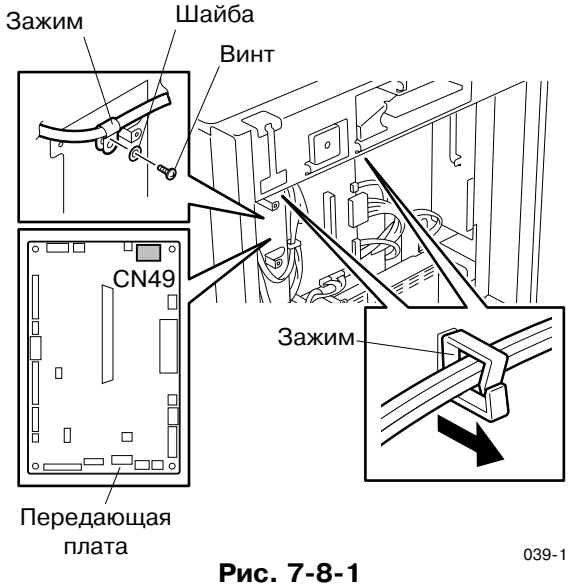

Рис. 7-8-1
5. Снимите блок сканера. (См.Рис. 7-8-1 - 7-8-5)